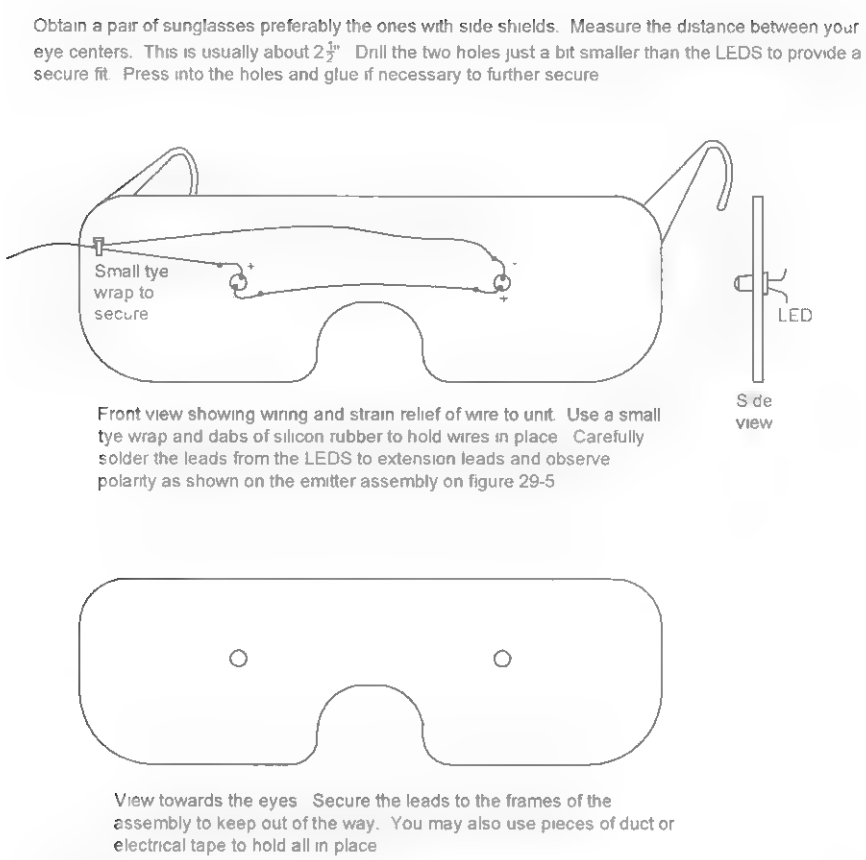

Figure 29-4 *Assembly of glasses*
6. Assemble an LED to cable P1 as shown. Also, retrofit to the eyewear as per Figure 29-4.